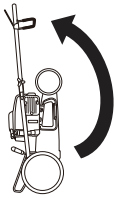

Fig.13B
6. Raise the mower upright and store (Fig.13B).